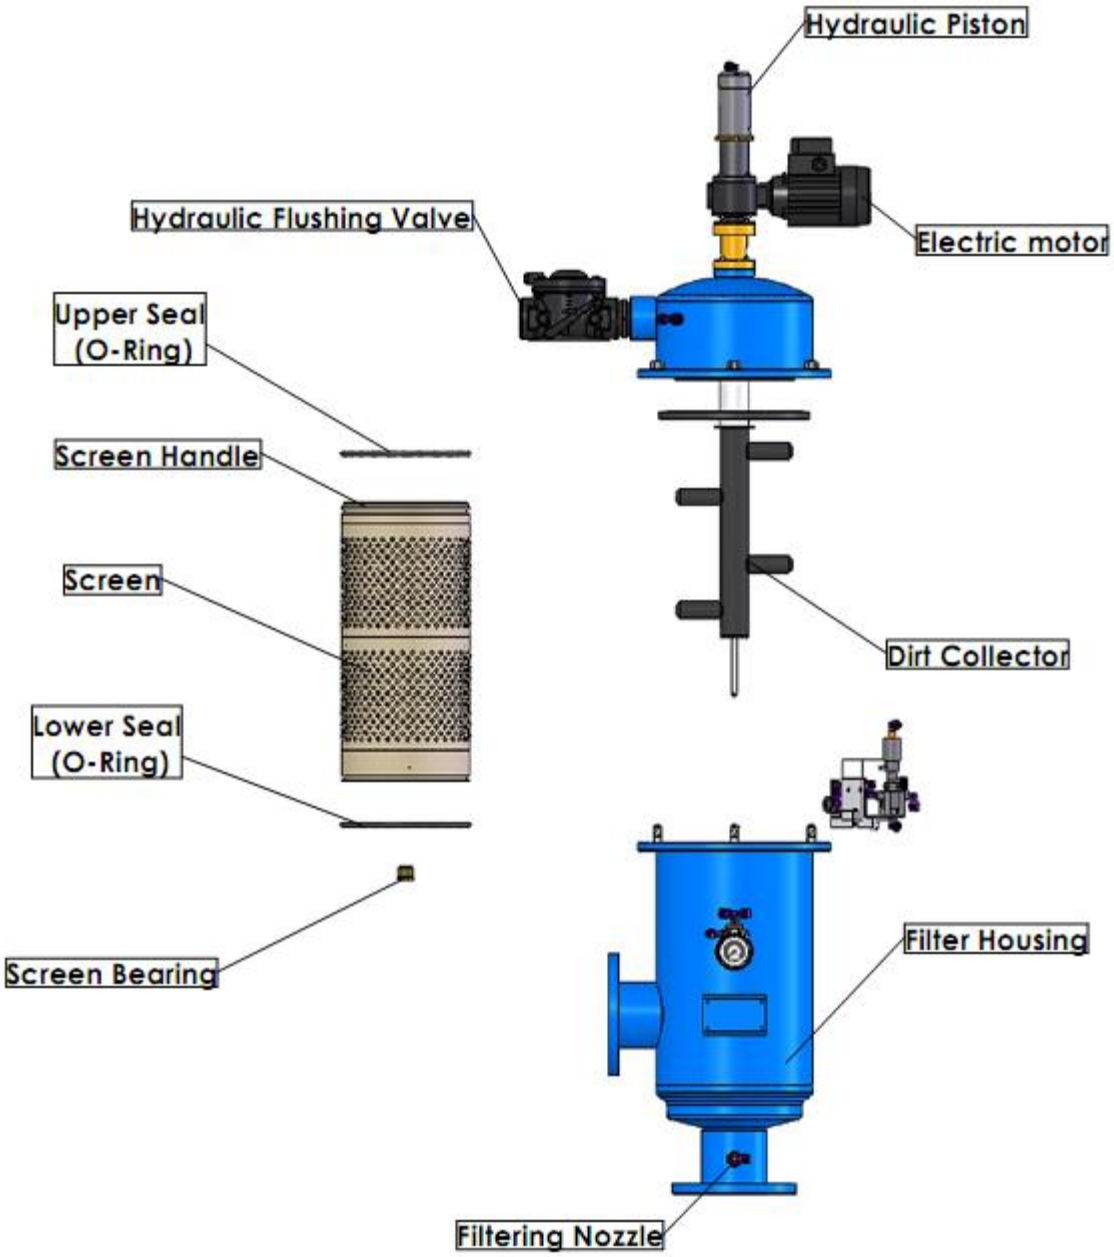

Figura 9: Reemplazo e Instalación de Malla modelo 2”-4”
6. Retire las seis tuercas y arandelas que conectan ambas partes de la carcasa del filtro (consulte la Figura 9).